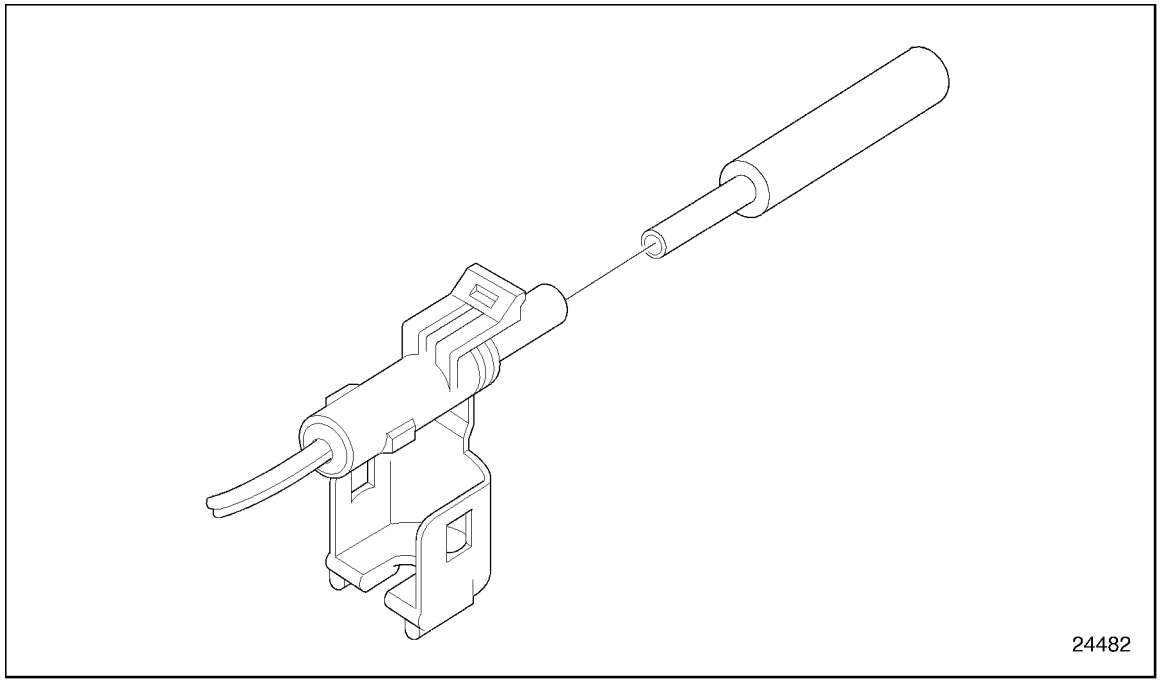

Figure 8-38 Removal Tool Procedure
2. Insert the removal tool straight into the front of the connector cavity until it rests on the cavity shoulder. See Figure 8-38.